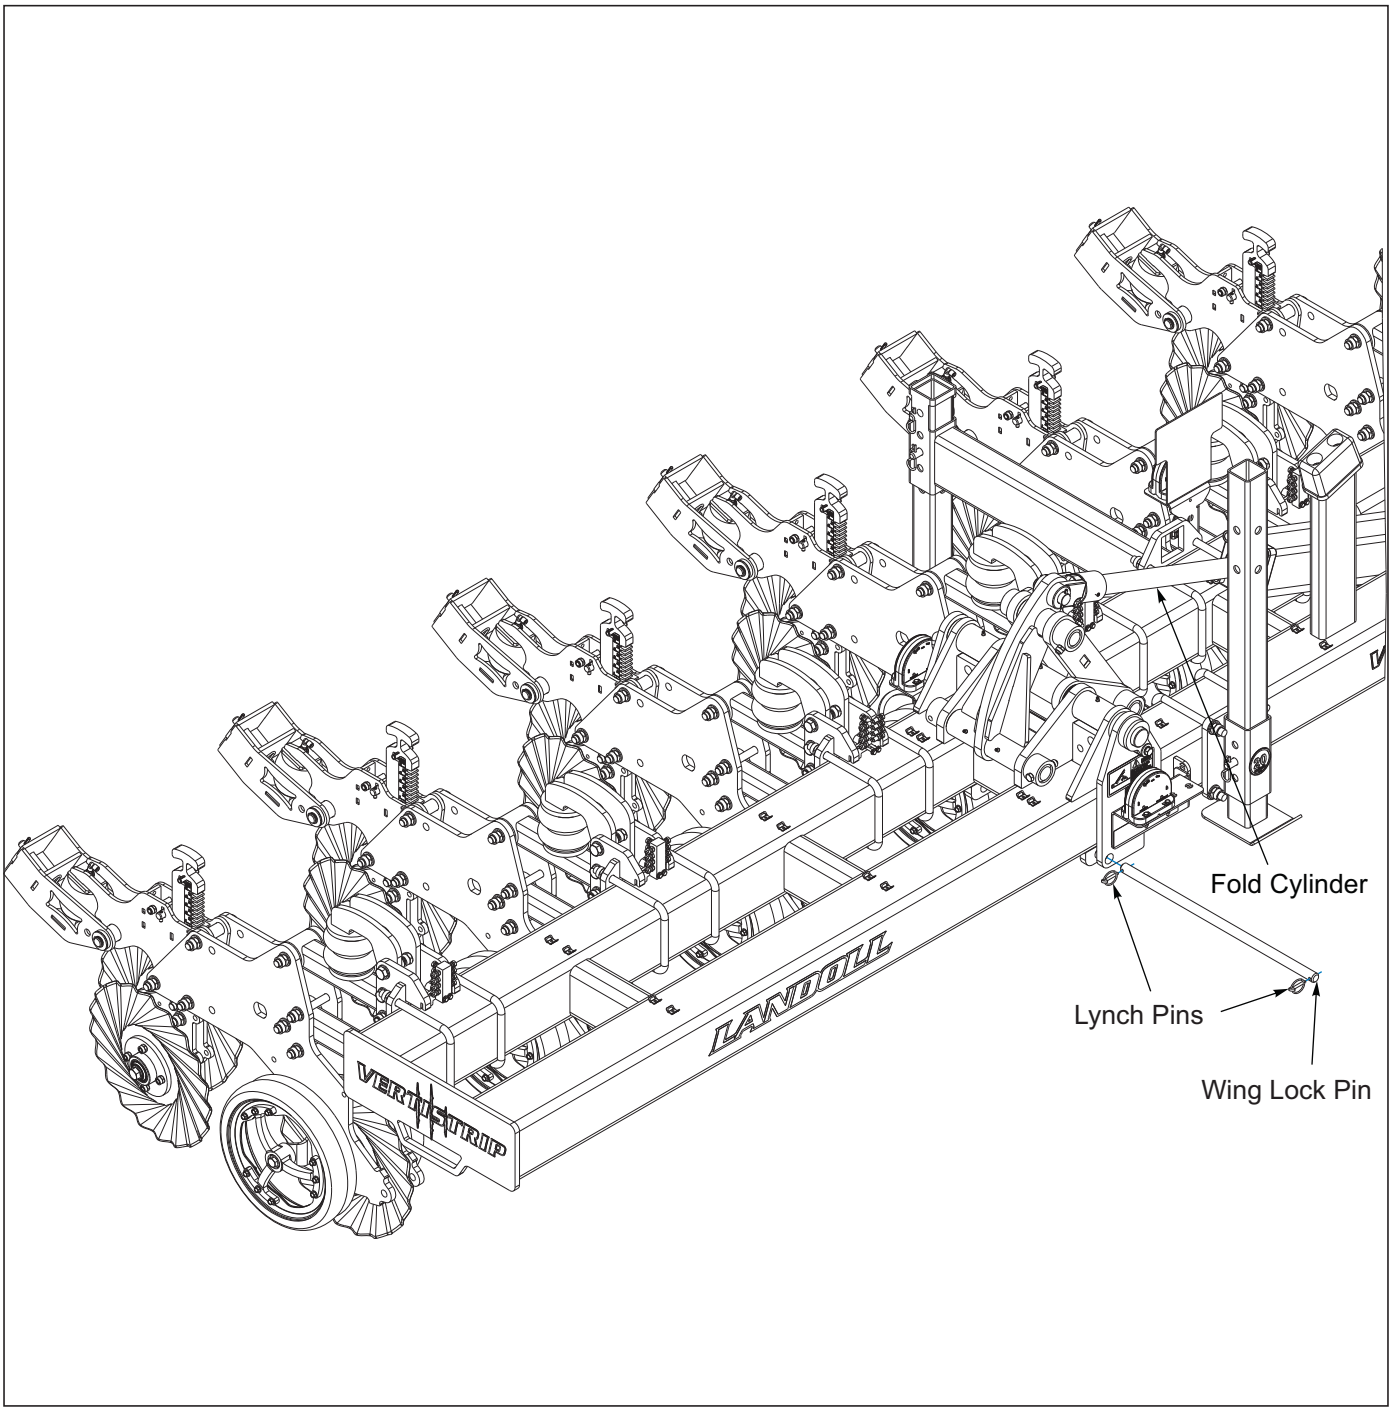

Figure 4-6: Wing Field Position
7. Wait for both wings to reach the fully unfolded position ***See Figure 4-6***.. Set tractor remote to Neutral to lock at unfolded.
10. **BEFORE FOLDING** verify that the wing lock pins are not installed and clear all persons from on or near the implement before folding the wings ***See Figure 4-6***, both sides.
1. To set front to rear level of machine, pull into field and unfold wings ***See Figure 4-6***.